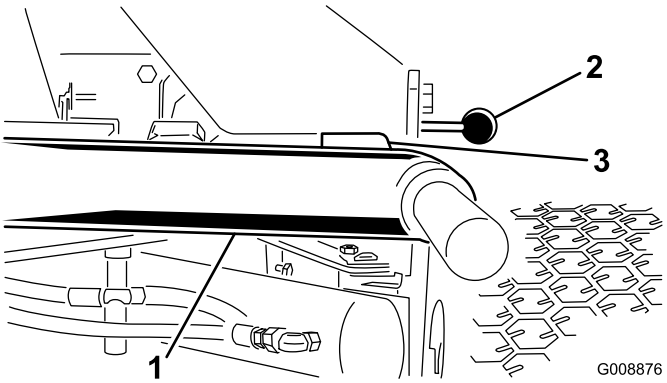

Figuur 25
1. Start de motor, breng de hefarmen omhoog en controleer of de afstand tussen elke hefarm en de vloerplaatbeugel 5 tot 8 mm bedraagt (Figuur 25).